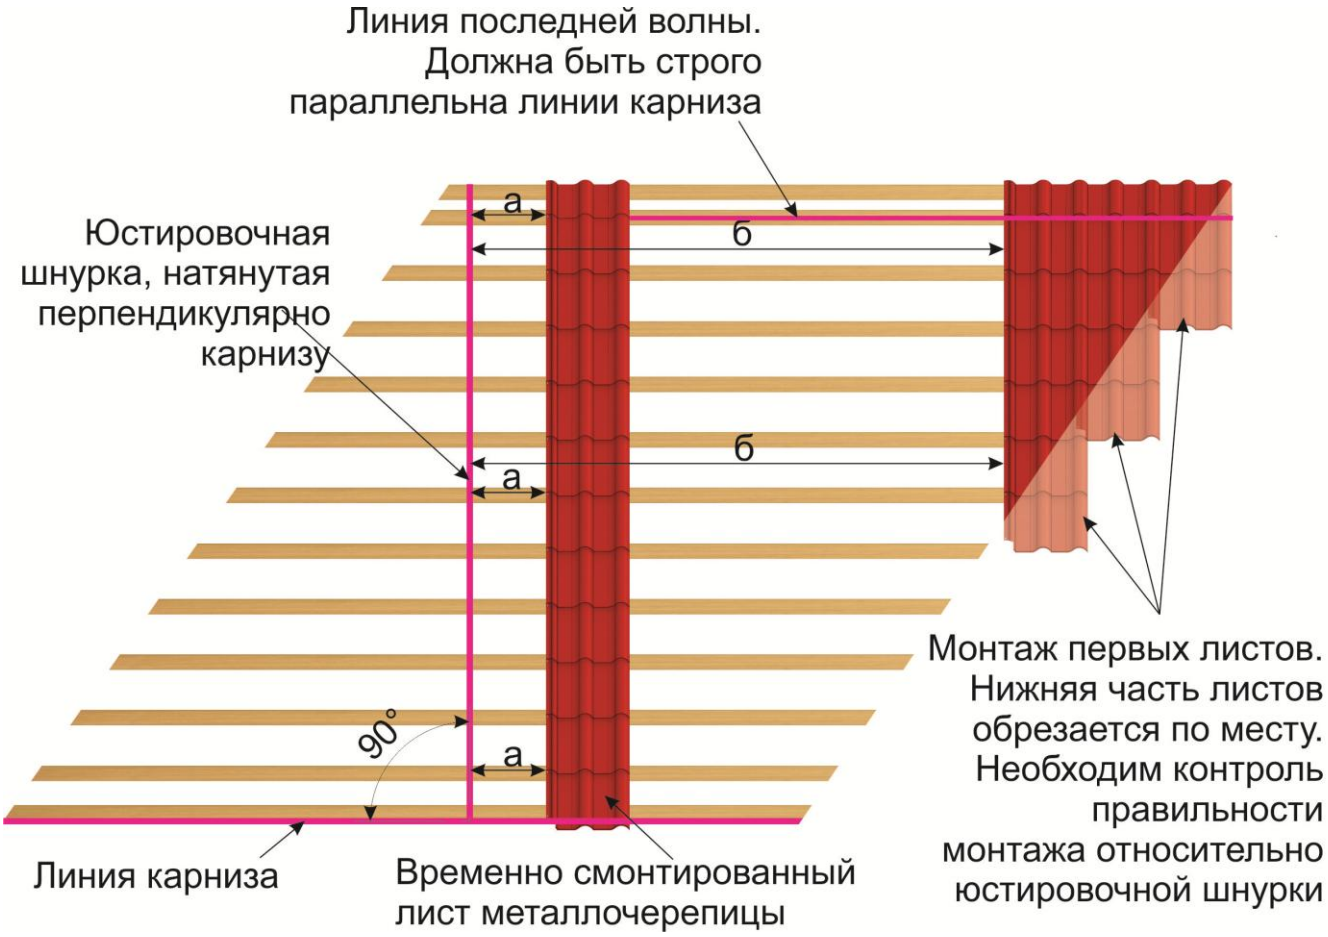

Рис. 9 Монтаж сложных скатов
5.7. Особенности монтажа параллелограммов (монтаж листов, обрезаемых снизу) рис. 9.